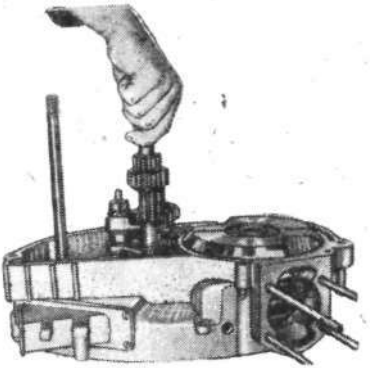

Рис. 104. Установка первичного вала ИЖ-ЮЗ.
7. Установить первичный вал, проследив за тем, чтобы с торца вторичного вала не упала упорная шайба (рис. 104).